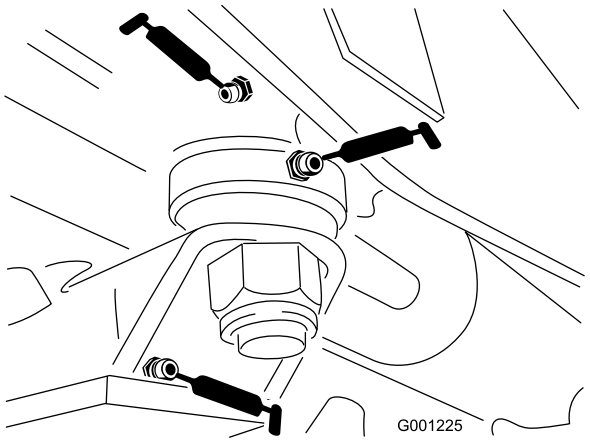

Figur 42
- Styreplatehylser (Figur 42)
- Akseltapphylse (Figur 42)